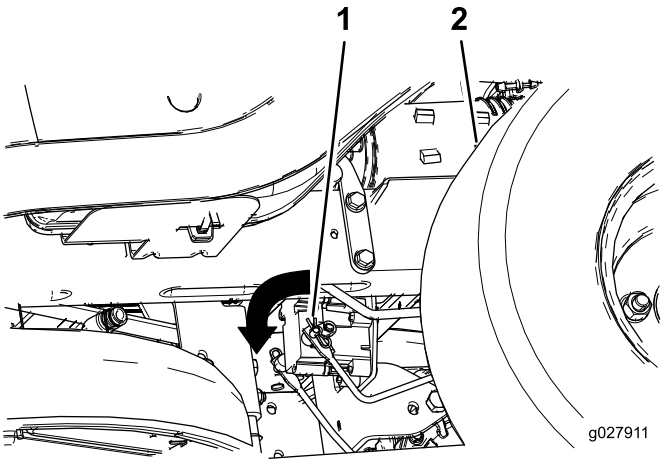

Figur 46
2. Find det sted på den elektriske bremses aksel, hvor bremseforbindelsesarmen er tilsluttet (Figur 46).